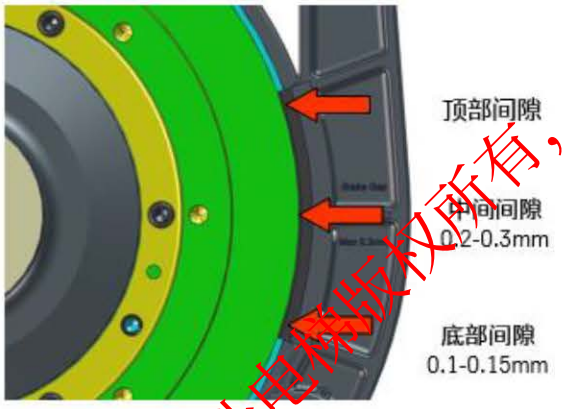

图 4-6
检查制动片与制动轮之间的间隙，见图 4-6:
b. 通电打开制动器，使用 0.1mm 和 0.15mm 的塞尺，从上至下塞入制动轮与制动片的间隙，确认底部制动间隙为 0.1~0.15mm，即 0.1mm 塞尺可以通过，0.15mm 的塞尺不能通过，见图 4-6。